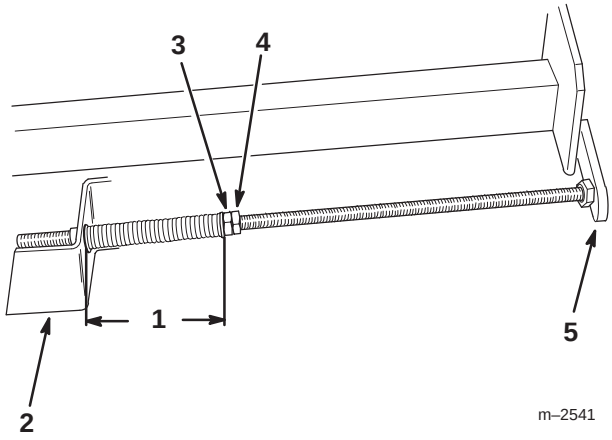

Figure 6
6. Insert the spring end of the adjusting shaft into the hole in the deck mounting bracket. Note that the small end of the bushing fits into the hole in the deck bracket. Insert the locknut end of the adjusting shaft into the carrier frame mounting tab (Fig. 6).
7. To tension the belt, tighten the front jam nut on each adjusting shaft until the springs are compressed to 5” (12.7 cm). Measure the spring compression between the spacer and the bushing (Fig. 6).
8. Tighten the rear jam nuts (Fig. 6).